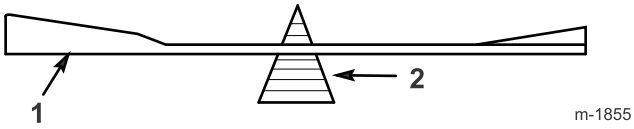

Figur 37
2. Kontroller knivens balanse ved å legge den på en balanseringsinnretning (Figur 37). Hvis kniven holder seg i horisontal stilling, har den riktig balanse og kan brukes. Hvis kniven ikke er i balanse, files litt av metallet på baksiden bort. Fortsett med dette helt til hvert knivblad er balansert.